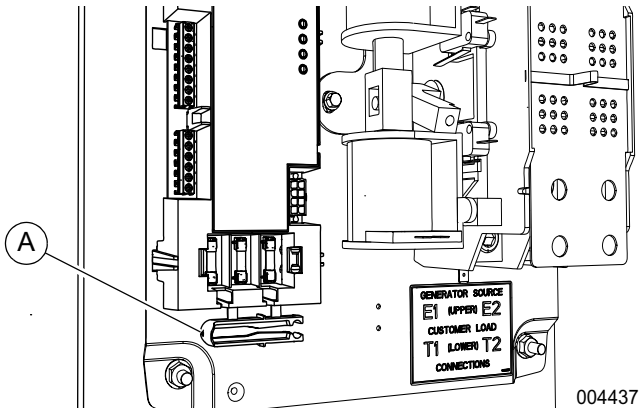

Figure 4-2. Fuse Removal and Installation Tool
See ***Figure 4-2***. A fuse removal and installation tool (A) is included in the SACM housing.